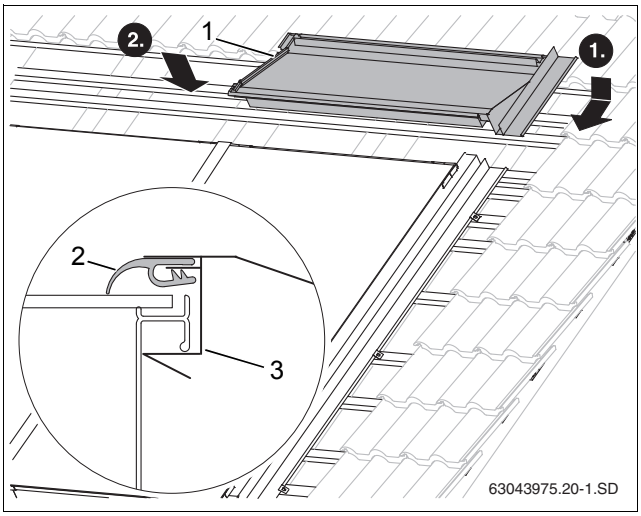

Рис. 55 Верхний правый накладной лист
- Введите верхний правый накладной лист (рис. 55, [1]) в правый боковой накладной лист.
- При нажатии на лист он входит под раму коллектора (рис. 55, [3]).
- Сверху на коллектор нужно уложить и вытянуть резиновый язычок (рис. 55, [2]).